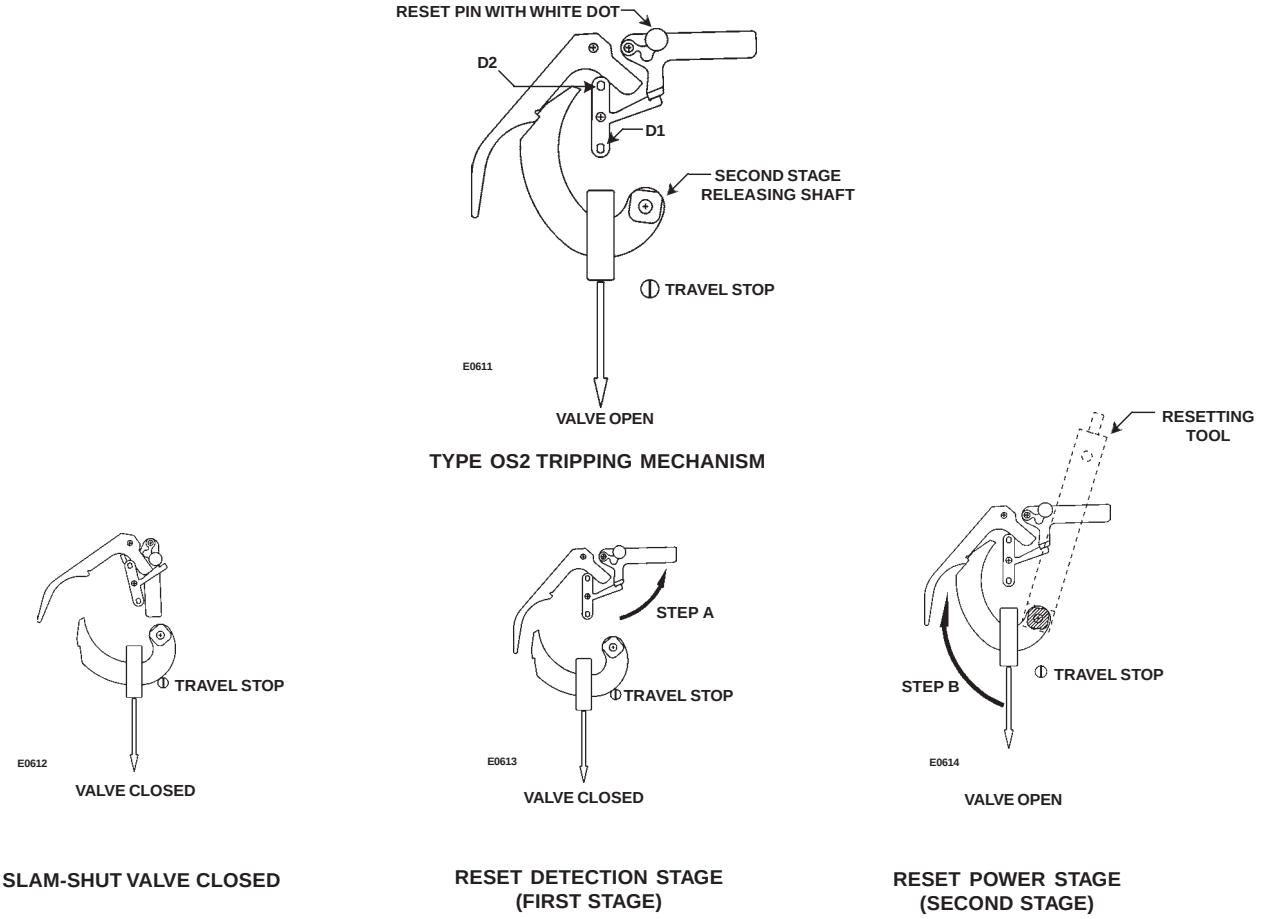
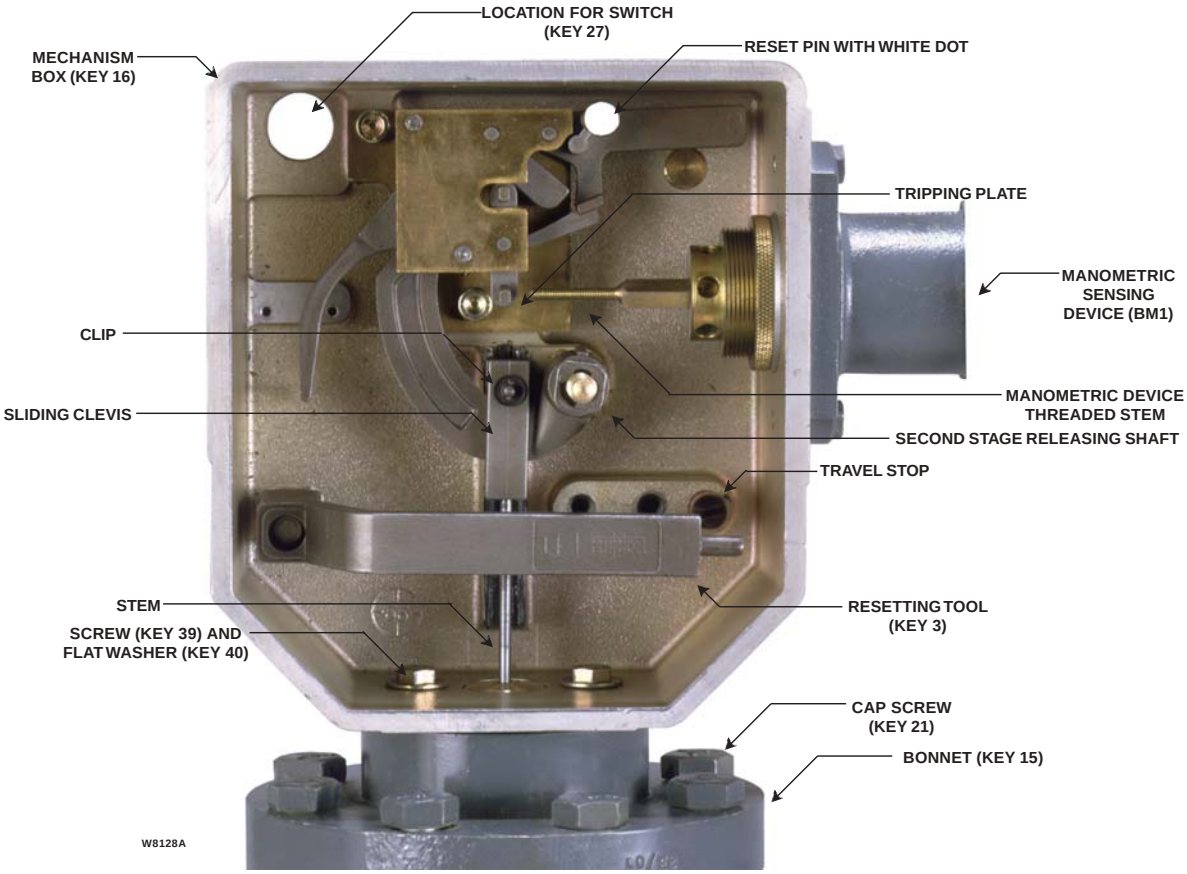
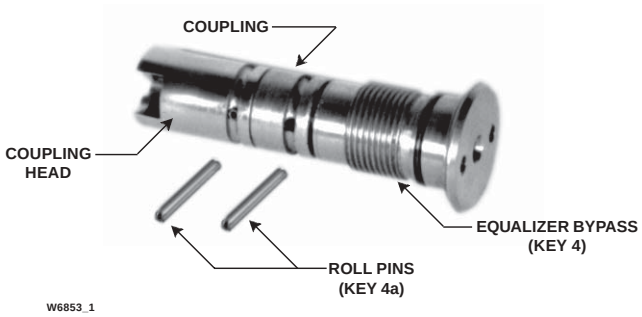
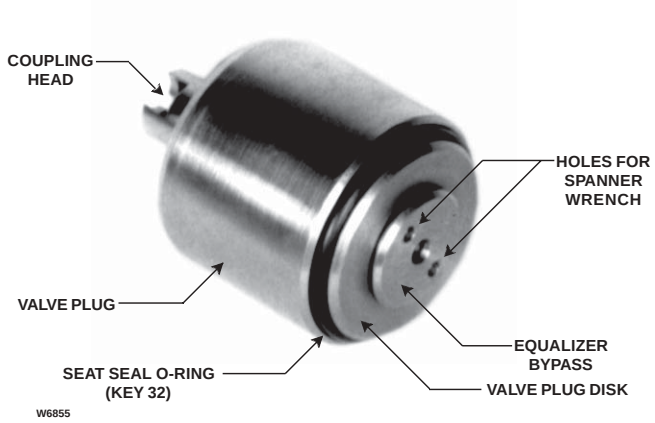

Figure 7. *Mechanism Trip Stages (Orientation for the Type OSE shown. Orientation for the Type EZROSX is rotated 180°.)*
Figure 8. *Internal Parts*
Figure 9. Equalizer Bypass and Coupling Assembly
Figure 10. Valve Plug and Equalizer Bypass Assembly
2. Reset the detection stage only. (See figure 7 and Resetting the Trip Mechanism in the Maintenance Section.)
2. Reset the detection stage only. (See figure 7 and Resetting the Trip Mechanism in the Maintenance Section)
Resetting of the Type OSE/EZROSX Slam-Shut Valve is done manually. After the Type OS2 has closed, it must be manually reset before it can be placed back in service. Before resetting the Type OS2, check for and correct the reason for the overpressure/ underpressure condition. For the following procedures, see figures 7 and 8.
In the top center location of the box, there is a pin with a white dot on the front. Push this pin up and to the right (Type OSE only, see note on page 10). This action will lock in the detection stage (see step A in figure 7).
To reset the power stage use the square reset tool located in the lower left corner of the mechanism box. Place the square end of the tool on the second stage releasing shaft in the center of the box and slowly rotate clockwise (see step B in figure 7).
The position of the travel stop (figures 7 and 11) depends on the type of assembly and its size. The travel stop must be in the B position for 1 and 2-inch body sizes. For all other body sizes, the travel stop must be in the C position.
Trip the mechanism if it is not already released by moving the pin D1 (see figure 7), to remove as much spring tension on the stem as possible.
3. Remove the clip (refer to figure 7). Pull the pin from the sliding clevis releasing the clevis so it can be turned and detached from the stem.
4. Remove the two cap screws (key 39) holding the mechanism box (key 16) to the bonnet and remove the mechanism box (refer to figure 7).
5. Remove the nuts or cap screws (key 21) holding the bonnet to the body.
6. The bonnet (key 15), valve plug (with equalizer bypass, key 5), main spring (key 12), and small stem bushing (key 24) will lift out of the body as a unit. Set the unit on a hard flat surface on the valve plug and press down on the bonnet to compress the main spring allowing the stem to be unhooked from the coupling head.
7. Use a spanner wrench (a wrench is supplied with one of the replacement parts kits) to unscrew the equalizer bypass from the valve plug (refer to figures 8, 9, and 10). The 1-inch body size equalizer bypass holds the seat seal O-ring to the valve plug. On the 2-inch and 3-inch sizes the equalizer bypass holds the plug disk and the seat seal O-ring to the valve plug. The 4 and 6-inch sizes valve plug disk and valve plug are held together by six cap screws. On these sizes remove the cap screws and valve plug disk to replace the seat seal O-ring (refer to figure 9).
8. To remove the equalizer bypass from the coupling and coupling head, drive out the roll pin on the coupling (refer to figure 8).
1. Attach a new equalizer bypass (key 4) to the coupling using a roll pin (key 4a, refer to figure 8).
2. Screw the equalizer bypass into the valve plug with the plug disk and a new seat seal O-ring (key 32, figure 9). Be careful not to nick or pinch the O-ring when tightening the equalizer bypass. On the 4 and 6-inch body sizes attach the plug disk and a new seat seal O-ring to the valve plug using six cap screws (refer to figures 10 and 14).
6. Place the mechanism box onto the bonnet and attach using two cap screws (key 39) and two flat washers (key 40).
7. Hook the sliding clevis to the stem and insert the pin (refer to figure 8). Secure the pin using the clip.
5. Inspect the rubber joint gasket (key 38c) for deterioration or damage and replace if necessary.
7. Remove the BMS spring (key 28) in the spring case.
For BMS Type 162 and 71 (Diaphragm, key 9) (See Figure 10):
8. Loosen the cap screws and nuts on the casing and remove the pressure sensing casing to reach the diaphragm assembly (key 9).
For BMS Type 236 and 315 (Bellows, key 9) (See Figure 10):
For BMS Type 27 and 17 (Piston, key 9) (See Figure 10):